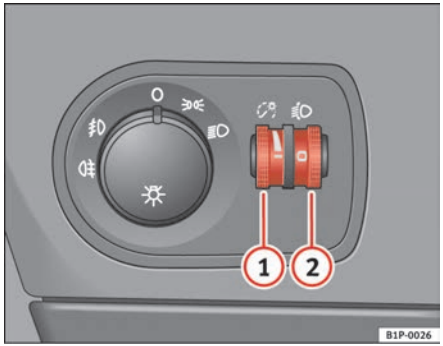

Fig. 74 Instrument panel: regulation for instrument and switch illumination and headlight range control
When headlights are switched on, the brightness of the instruments and switch lighting can be regulated to suit your requirements by turning the thumb wheel ⇒ fig. 74 (1)